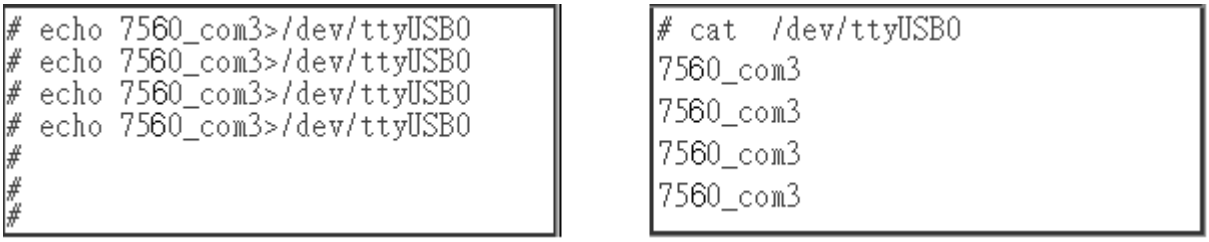

Fig. 10-40
(4) After successfully executing the **insmod** command, a new **/dev/ttyUSB0** serial device will be created. Use the ”**echo**” and “**cat**” commands to send and receive messages, as illustrated in Fig. 10-40 below.